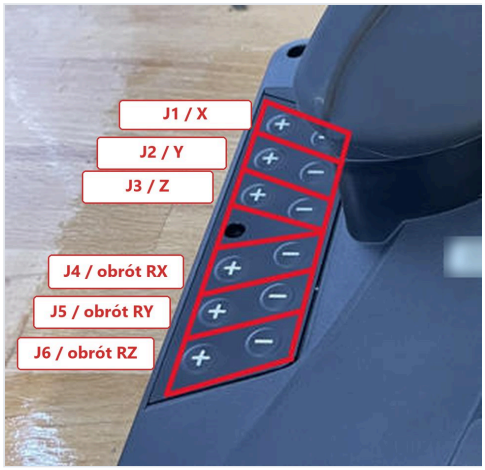

Rys. 8. Przyciski ruchu: przegub (Jogowanie pojedynczej osi) / oś (Ruch w przestrzeni kartezjańskiej).
2. Nie wciskając przycisku trzypozycyjnego, przytrzymaj górny przycisk + (J1, rys. 8). Robot nie może ruszyć.